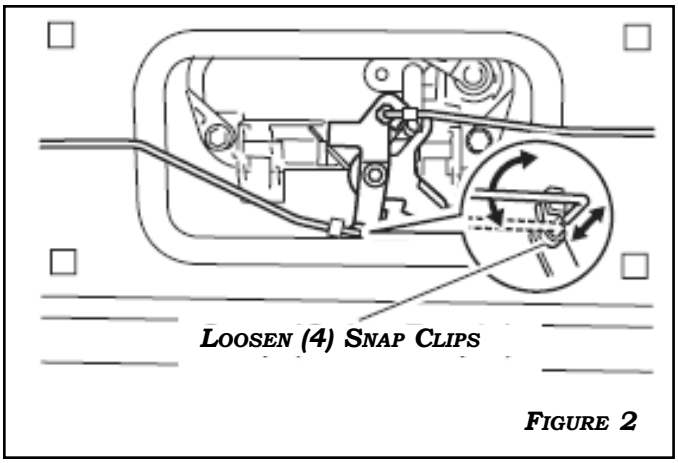

Figure 2
2. Disconnect the latch mechanism control rods from the latch by unsnapping the four **(4)** orange and purple clips. **Figure 2**